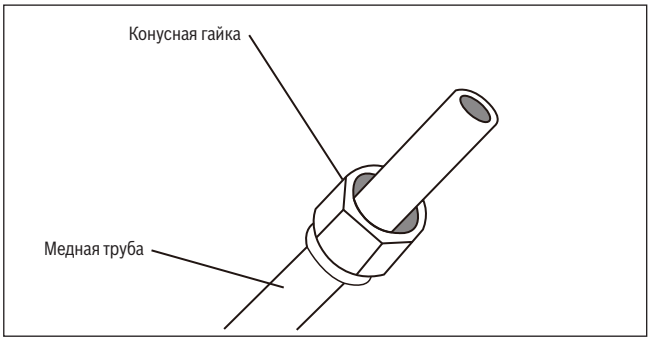

Рис. 32.
3. Установить конусные гайки на обоих концах трубы. Необходимо убедиться, что они направлены в правильном направлении, так как надеть их повторно или изменить направление после их расширения будет невозможно. См. **рис. 32**.